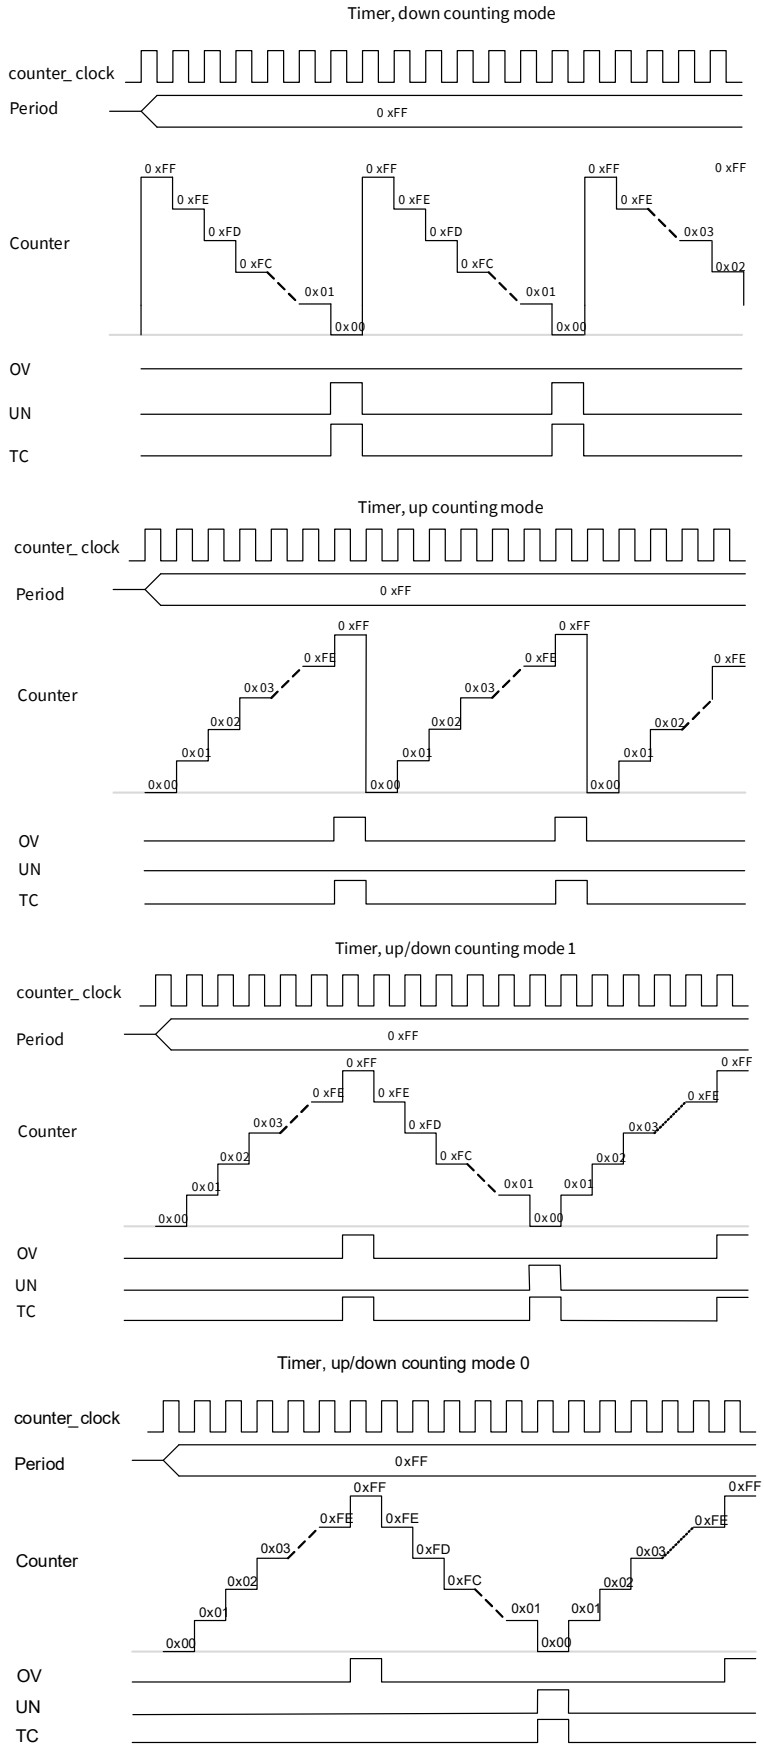

**Figure 19-5. Timing diagram for timer in multiple counting modes**
**Figure 19-5** shows the timer operational mode of the counter in four different counting modes. The period register contains the maximum counter value.